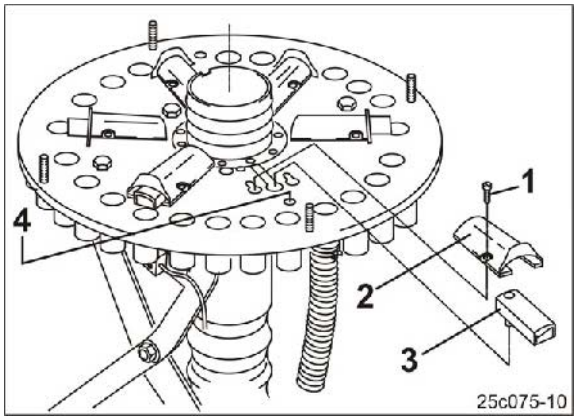

**Fig. 267**
8. Desserrez les vis (Fig. 267/1).
9. Déposez le tunnel de clapet (Fig. 267/2).
10. Le clapet (Fig. 267/3) s'engage, comme illustré, dans le guidage.
11. Tournez le clapet (Fig. 267/3) et positionnez-le dans l'alésage (Fig. 267/4).
12. Revissez le tunnel de clapet (Fig. 267/2) sur le disque de base.